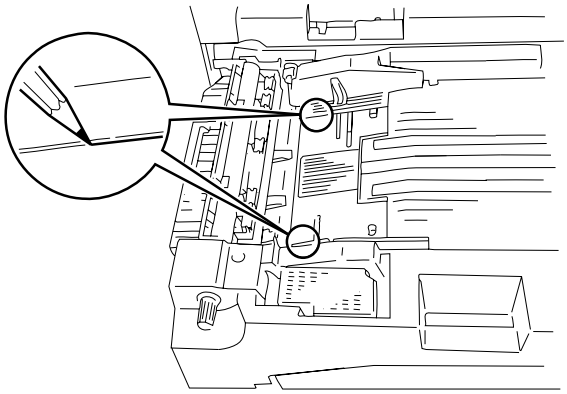

Figure 5-901
2) With the paper jogging guide plate fully open, mark the position of the paper jogging guide plate assembly with a pencil or the like. (See Figure 5-901.)
3) Remove the three mounting screws ①, disconnect the connector ②, and remove the E-ring ③; then, remove the rear guide plate assembly ④.